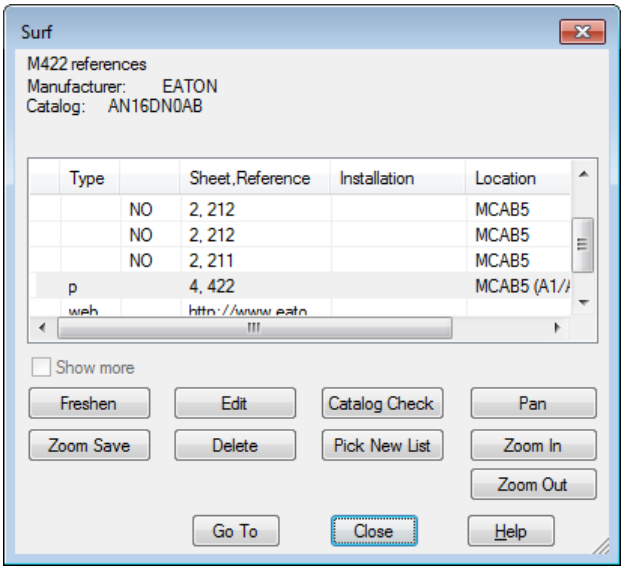

Figure 6-56 *The* ***Surf*** *dialog box*
3. Choose the **Surfer** tool from the **Other Tools** panel of the **Project** tab; you are prompted to select tag for surfer trace. Select the **M422** tag corresponding to the ladder reference number 422; the **Surf** dialog box is displayed, as shown in Figure 6-56.